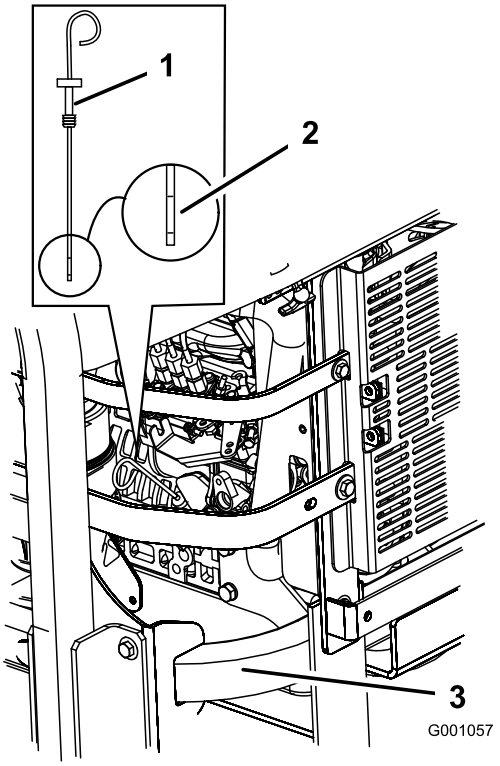

Figur 35
3. Rengjør rundt peilestaven (Figur 35), slik at smuss ikke kan komme ned i påfyllingshullet og kan skade motoren.
4. Trekk ut peilestaven og tørk av metallenden (Figur 35).
5. Skyv peilestaven helt inn i røret. Dra peilestaven ut og se på metallenden (Figur 35). Hvis oljenivået er lavt, hell sakte i nok olje i påfyllingshullet for å fylle nivået til Full-merket.